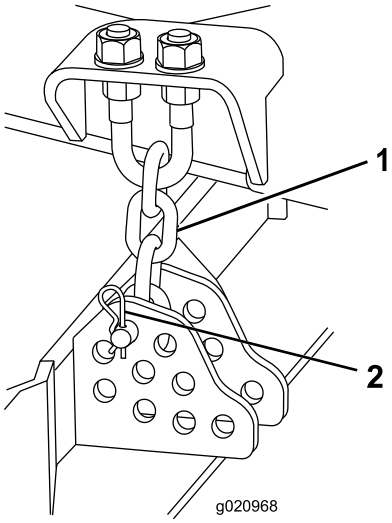

Bild 16
9. Entfernen Sie den Splint und den Lastösenbolzen, mit denen die Schnitthöhenkette an der Rückseite des Mähwerks befestigt ist (Bild 16).